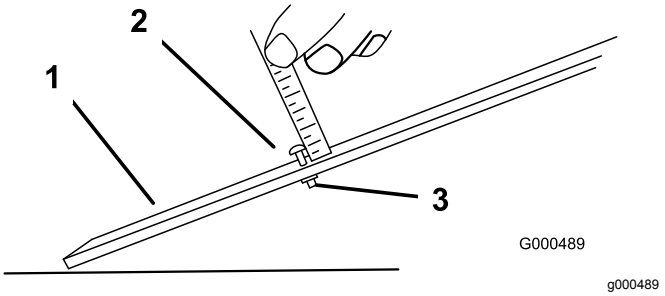

Figuur 55
3. Draai de moer op de hoogtelat los (Figuur 55) en draai de stelschroef op de gewenste maaihoogte. De afstand tussen de onderkant van de schroefkop en de lat is de maaihoogte.